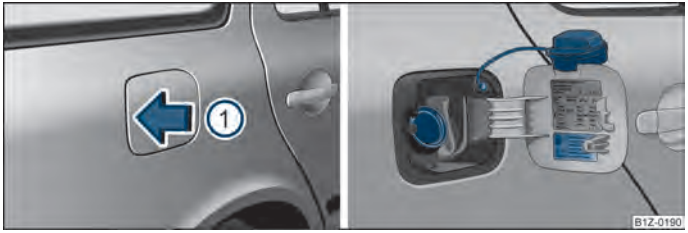

Fig. 147 Right rear side of the vehicle: Open fuel filler flap/fuel filler flap with cap unscrewed ▶
Your vehicle can only be operated with **unleaded petrol**, which complies with the standard **EN 228** (In Germany: standard **DIN 51626 - 1** or **E10** for unleaded fuel with octane rating **95** RON and **91** RON or **DIN 51626 - 2** or **E5** for unleaded fuel with octane rating **95** RON and **98** RON). On the inside of the fuel filler flap, you will find the information regarding the RON required by your engine ⇒ fig. 147 - right.
– Press in the middle of the left area of the fuel filler flap in direction of arrow ① ⇒ fig. 147.
– Unscrew the fuel filler cap anti-clockwise and place the fuel filler cap from above on the fuel filler flap ⇒ fig. 147 - right.